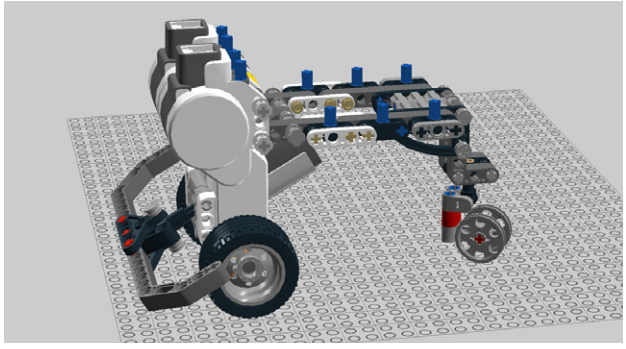

Figure 1-57. *Step 53: Admire your work!*
53. You're all done (Figure 1-57). Let's add electronics and the pen! Note that the robot will want to flex a bit in the middle, but the Bricktronics mounting plate will keep it rigid.